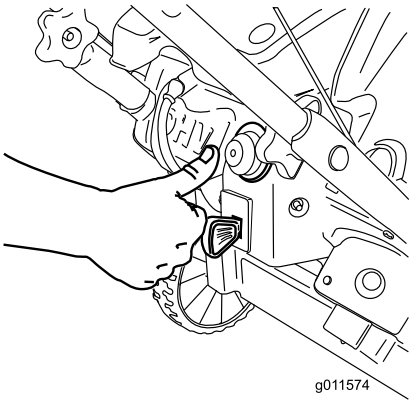

**Rysunek 17**
3. Mocno naciśnij pompkę kciukiem 2 razy, za każdym razem przytrzymując pompkę wciśniętą przez sekundę (Rysunek 17).